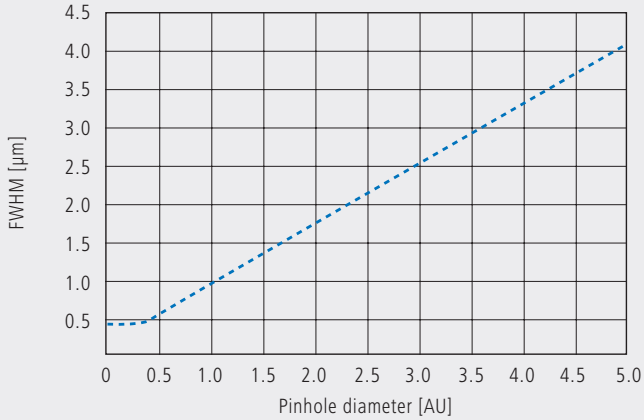

Fig. 11
As an NA > 1 can only be obtained with an immersion liquid, confocal fluorescence microscopy is usually performed with immersion objectives (see also figure 11).
In figure 11 (b–d), equation (7) is plotted for different objects and varied parameters (NA, $\bar{\lambda}$, n).